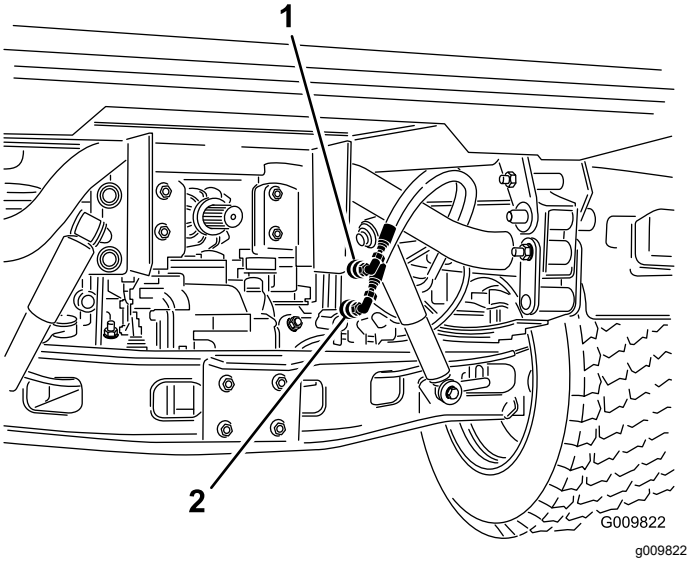

Figura 73
2. En ambas máquinas, desconecte las dos mangueras de acoplamiento rápido de las mangueras que están conectadas al soporte de acoplamiento (Figura 73).